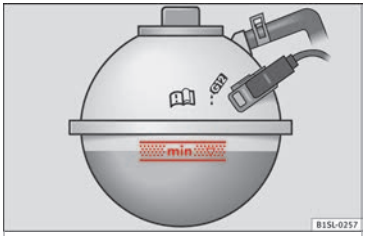

Fig. 170 In the engine compartment: Marking on coolant expansion tank
- When the engine is cold, check the coolant level using the side marking on the expansion tank ››› Fig. 170.
- The engine coolant level should be between the marks on the coolant expansion tank ››› Fig. 170. **Do not exceed the top level of the marked area** ››› ❗.
- **Only top up coolant to the top level of the marked area ››› Fig. 170. Otherwise the excess coolant will be forced out of the cooling system when the engine is hot, causing damage.**